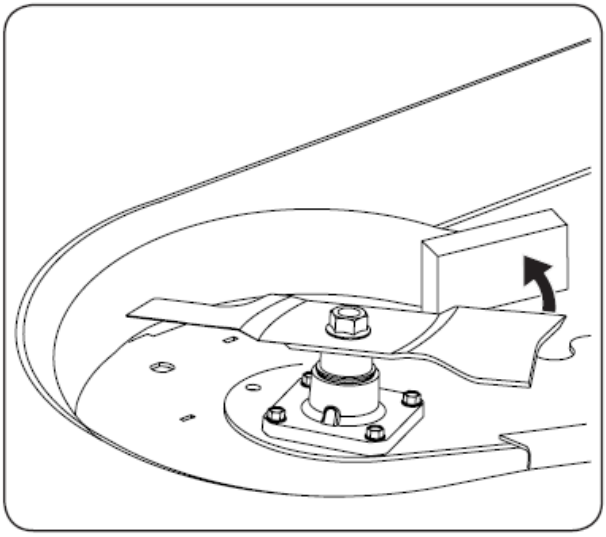

Figure 7-4
3. Enroulez un torchon autour d'une extrémité de la lame et empoignez-la pour l'empêcher de tourner ou fixez la lame solidement en plaçant un bloc de bois entre la lame et le boîtier du plateau. Consultez la Figure 7-4.